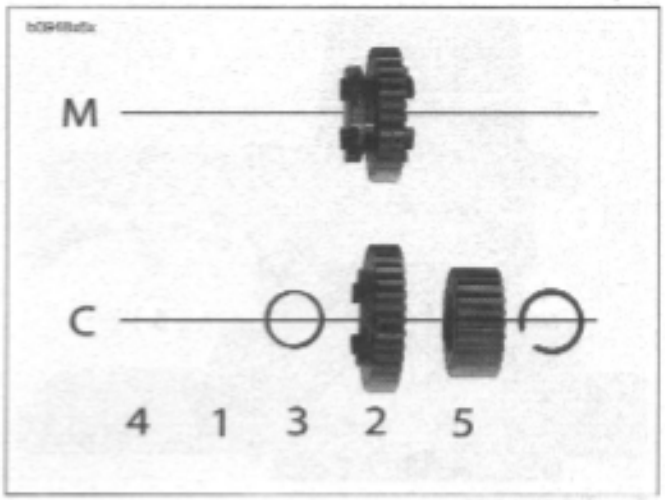

Figure 6-55. Transmission Parts Identification
- *See Figure 6-55. As each component is removed, place it on a clean surface in the exact order of removal.*